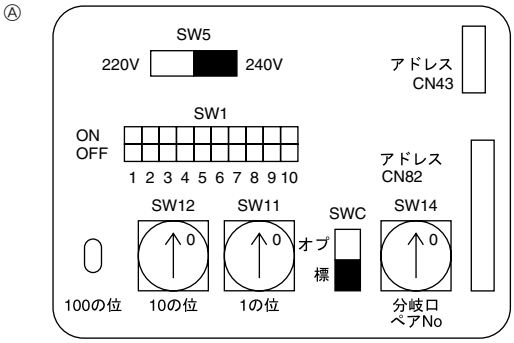

Fig. 6-4
6.3. Установка адресов (Fig. 6-4)